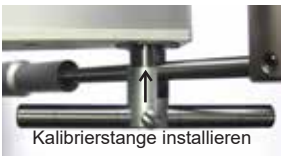

Abbildung CA-01
1. Installieren Sie die Kalibrierstange, indem Sie die Stange auf den Druckarm aufschieben, bis die beiden Teile gut aneinander fixiert sind. Siehe Abbildung CA-01 und CA-02.